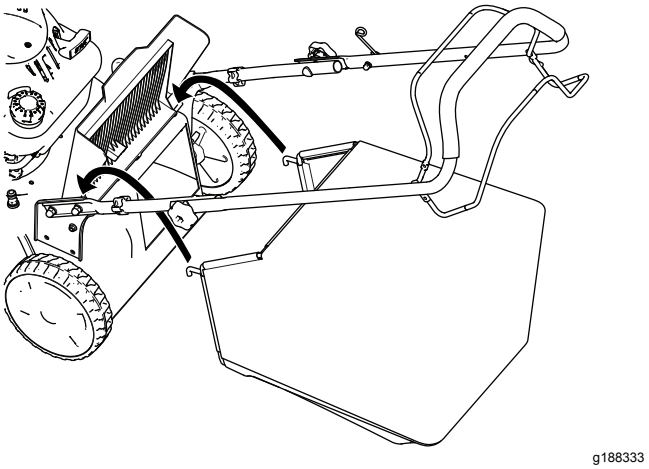

Figur 17
2. Höj och håll upp den bakre luckan (Figur 17).
3. Montera gräsuppsamlaren och kontrollera att piggarna på uppsamlaren vilar i skårorna på handtaget (Figur 17).
1. Höj och håll upp den bakre luckan (Figur 17).